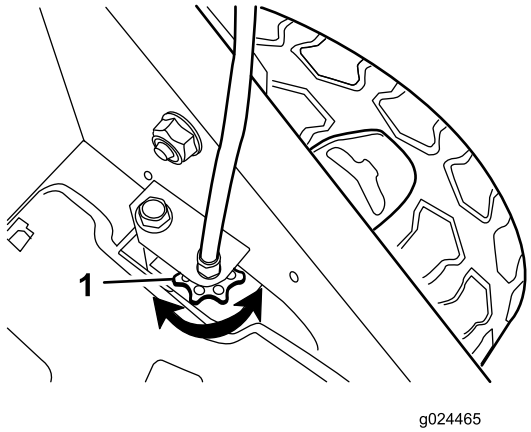

Figuur 23
- Als de wielen niet draaien wanneer u de stang van de zelfaandrijving inschakelt, is de aandrijfriem niet genoeg gespannen. Draai de afstelknop van de wielaandrijving (Figuur 23) 1 slag rechtsom en herhaal stap 4 tot 6.
- Als de wielen al draaien voordat u de stang van de zelfaandrijving volledig hebt ingedrukt, is de aandrijfriem te hard aangespannen. Draai de afstelknop van de wielaandrijving (Figuur 23) 1 slag linksom en herhaal stap 4 tot 6.